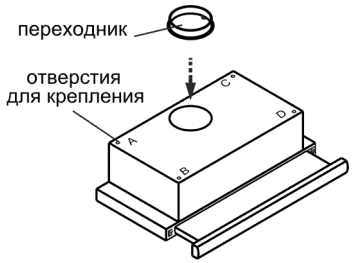
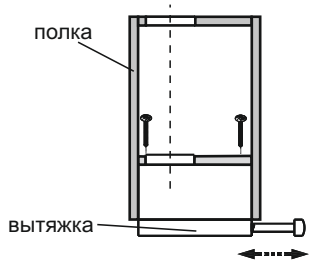

рис. 4
рис. 5
6.1 Установите пластиковый переходник и зафиксируйте его защелками (рис. 4).
6.3 Крепление кухонной вытяжки к верхней полке над плитой (рис. 4, рис. 5):